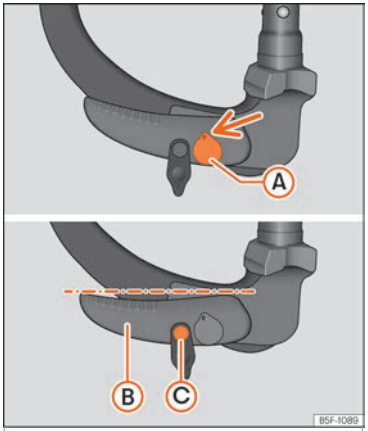

Fig. 254 Posição de reserva: posição da alavanca e do perno de desbloqueio
- A chave Ⓐ ››› **Fig. 254** encontra-se na posição desbloqueada (a parte furada da chave apresenta-se virada para cima).
- A alavanca Ⓑ ››› **Fig. 254** encontra-se na posição inferior.
- Pode mover-se o perno de desbloqueio Ⓒ ››› **Fig. 254**.